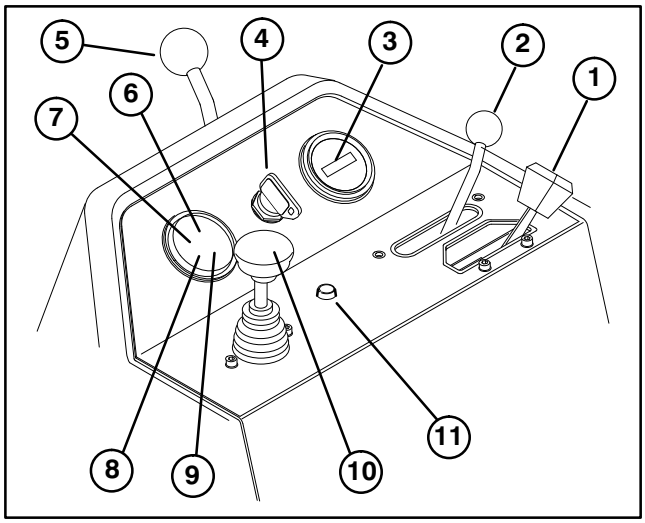

Figure 20
Throttle Control (Fig. 20) – The Throttle Control gives the operator the ability to control the speed of the engine. Moving the Throttle Control toward the "FAST" position increases engine RPM; moving Throttle Control toward "SLOW" will decrease engine RPM.
Functional Control Lever (Fig.20) – Provides two (2) traction selections, plus a "NEUTRAL" position. It is permissible to shift from mow to transport or transport to mow (not to neutral) while the Greensmaster 3200–D is in motion. No damage will result.
Hour Meter (Fig.20) – Indicates the total hours of machine operation. The hour meter starts to function whenever the key switch is rotated to "ON".
Ignition Switch (Fig. 20) – Insert key into switch, turn clockwise as far as possible to "START" position to start engine. Release key as soon as engine starts; key will move to "ON" position. Turn key counter–clockwise to "OFF" position to stop engine.
Steering Arm Locking Lever (Fig.20) – Rotate lever rearward to loosen adjustment, raise or lower steering arm for operator comfort, then, rotate lever forward to tighten adjustment.
Water Temperature Light (Fig. 20) — Light glows and engine automatically shuts–down when engine coolant temperature gets too high.
High Temperature Override Button (Fig. 20) —If engine kills due to an over heat condition, press over ride button in and hold until machine can be moved to a safe location and allowed to cool down.
Glow Plug Indicator Light (Fig. 20) – When lit, indicates glow plugs are on.
Battery Warning Light (Fig. 20) – Light glows if battery charge is low.
Oil Pressure Light (Fig. 20) — Light glows if engine oil pressure drops below a safe level.
Raise / Lower – Mow Control (Fig 20) – Moving control forward, during operation, lowers the cutting units and starts the reels. Pull back on control to stop reels and raise cutting units. During operation reels can be stopped by pulling back on control momentarily and releasing. Restart reels by moving control forward.